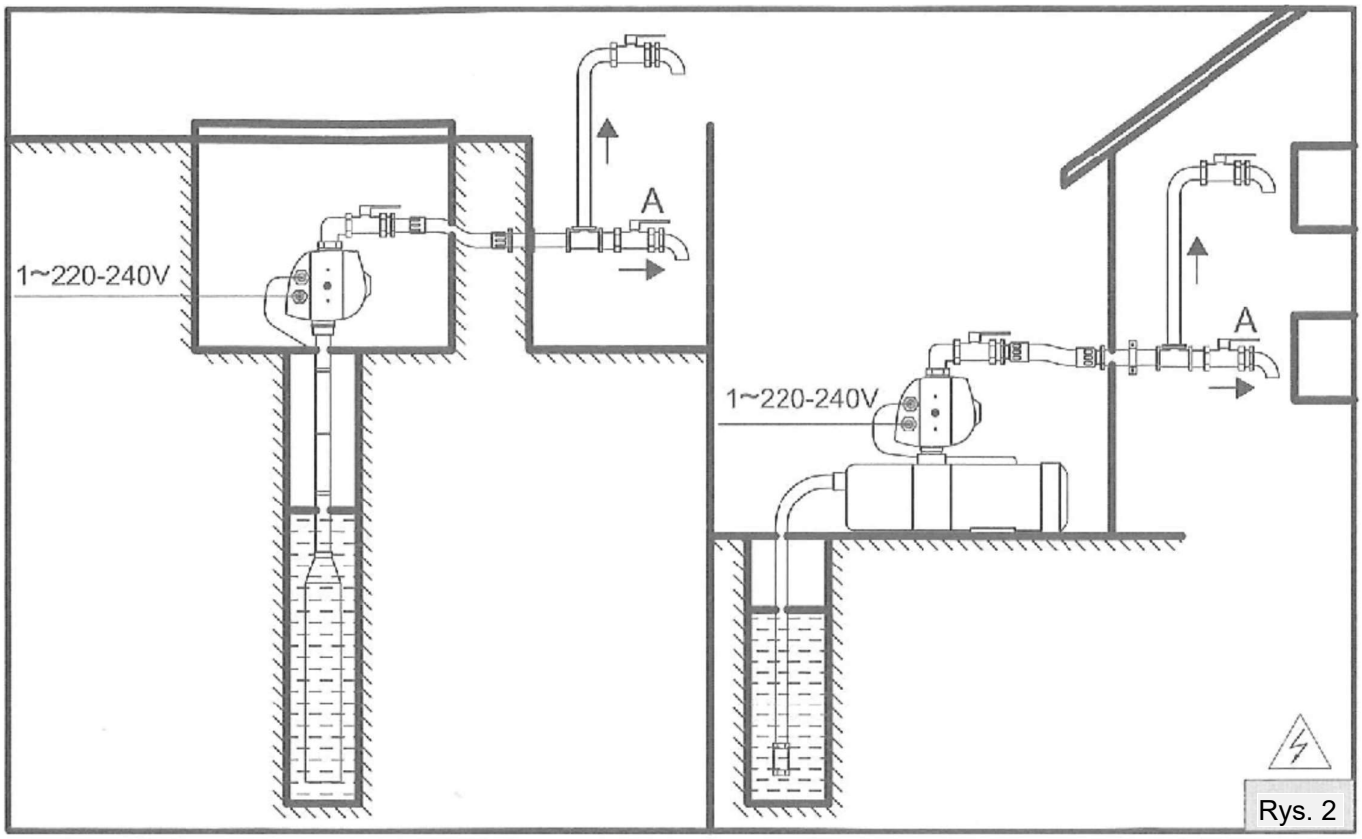

Rys. 2
PODŁĄCZENIE DO SIECI HYDRAULICZNEJ (rys.2)
a) Pompa nie została zalana. Uruchomiło się zabezpieczenie przed pracą na sucho i zapalił się wskaźnik awarii (FAILURE): Zalać rurę wodną. Spuścić wodę z instalacji poprzez otwarcie kurka (A) na tym samym poziomie co COMPACT, aby zmniejszyć ciśnienie kolumny wody nad nim (RYS. 2), oraz przeprowadzić kontrolę naciskając przycisk ręcznego uruchomienia (RESET).